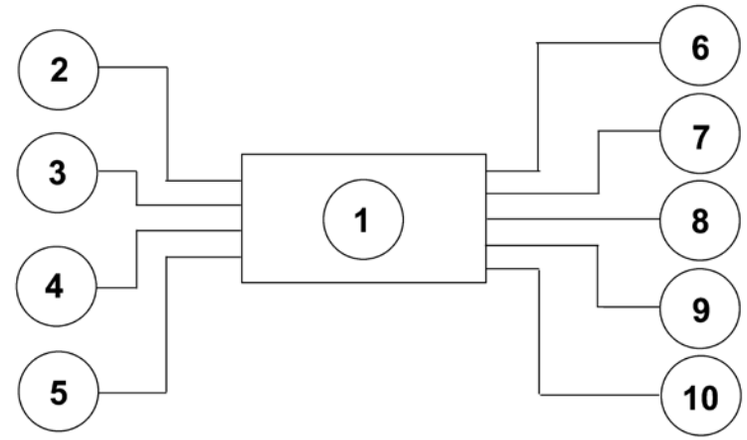

Fig.1
The control unit (**1-Fig.1**) implements the heat regulating strategies according to the signal inputs from:
- outside air temperature (**2-Fig.1**);
- internal air temperature (**3-Fig.1**);
- Vent outlet air temperature (**4-Fig.1**);
- Solar irradiation (**5-Fig.1**).
- Distribution actuator (**6-Fig.1**);
- Motor fan (**7-Fig.1**);
- Recirculation actuator (**8-Fig.1**);
- Mixing tap (**9-Fig.1**);
- Compressor (**10-Fig.1**).